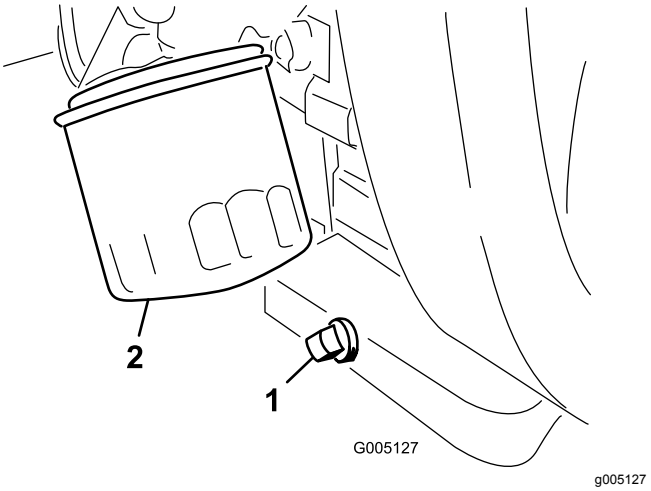

Figur 30
1. Fjern tappepluggen (Figur 30) og la oljen renne ut i en beholder.
2. Rengjør gjengene på tappepluggen, påfør PTFE-forseglingsmiddel og monter tappepluggen (Figur 30).
3. Ta av oljefilteret (Figur 30).